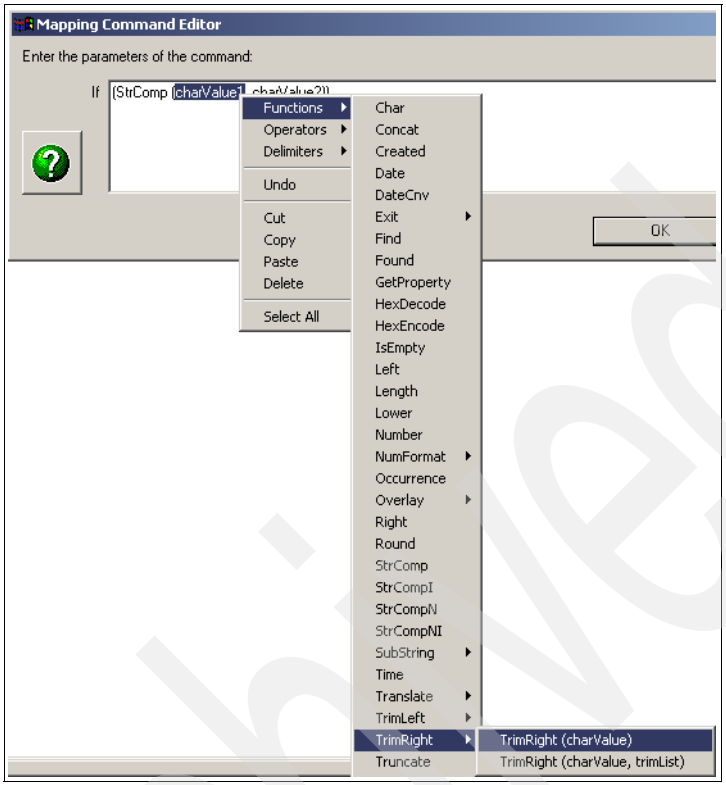

Figure 16-5 Create comparison value
9. Select the **charValue1** string from within the StrComp() function then right click and choose **Functions** → **TrimRight** → **TrimRight(charValue)** as shown in Figure 16-5 on page 545. Expand the HEADER record in the Source Document Definition window and drag the SUPPLIER_NUMBER field over the charValue string used to define a parameter to the TrimRight() function.